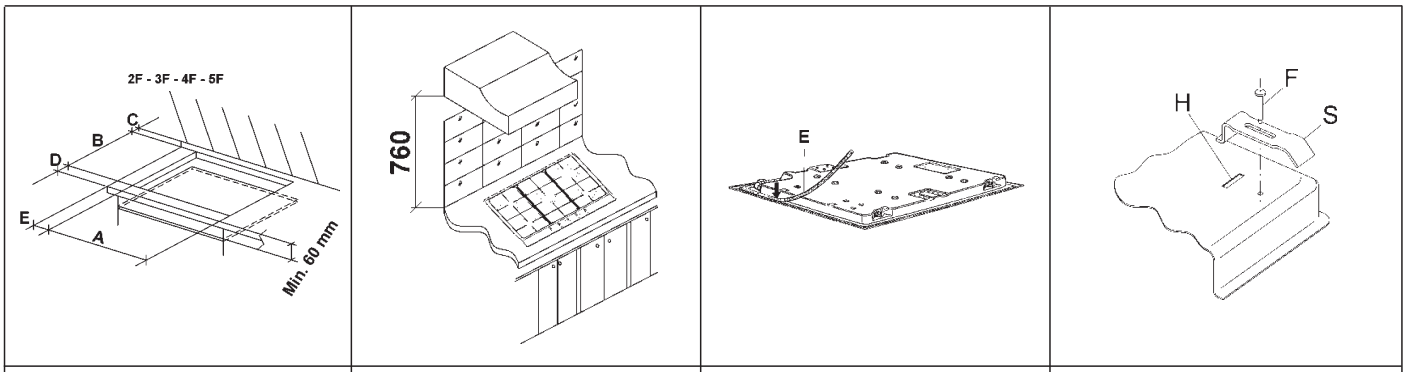

FIG. 7	FIG. 8	FIG. 9	FIG. 10
Gör en öppning i köksmöbeln för att bygga in spishällen. Måtten anges i mm i fig. 7. Var noga med att respektera avstånden mellan spishällen och sidoväggarna, den bakre väggen och köksfläkten (se fig. 7 och 8).
- För att undvika kontakt av misstag med spishällens varma hölje när den används, är det nödvändigt att montera en tvärslå av trä som ska skruvas fast på ett minimiavstånd på 60 mm från köksmöbelns arbetsplan (fig. 7).